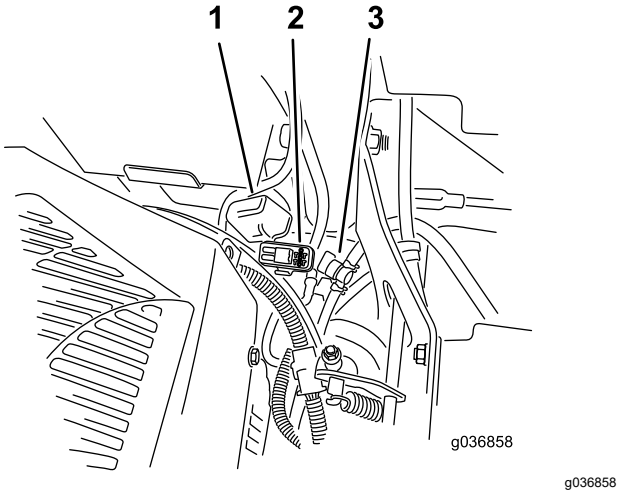

Figur 53
Bemærk: MyRide-maskiner: Sørg for, at jordkablet ikke gnider mod slæbearmen eller det nederste stødbeslag (Figur 53).
Sikringerne er placeret på højre konsol ved siden af sædet (Figur 53).
2. Isæt en ny sikring (Figur 53).